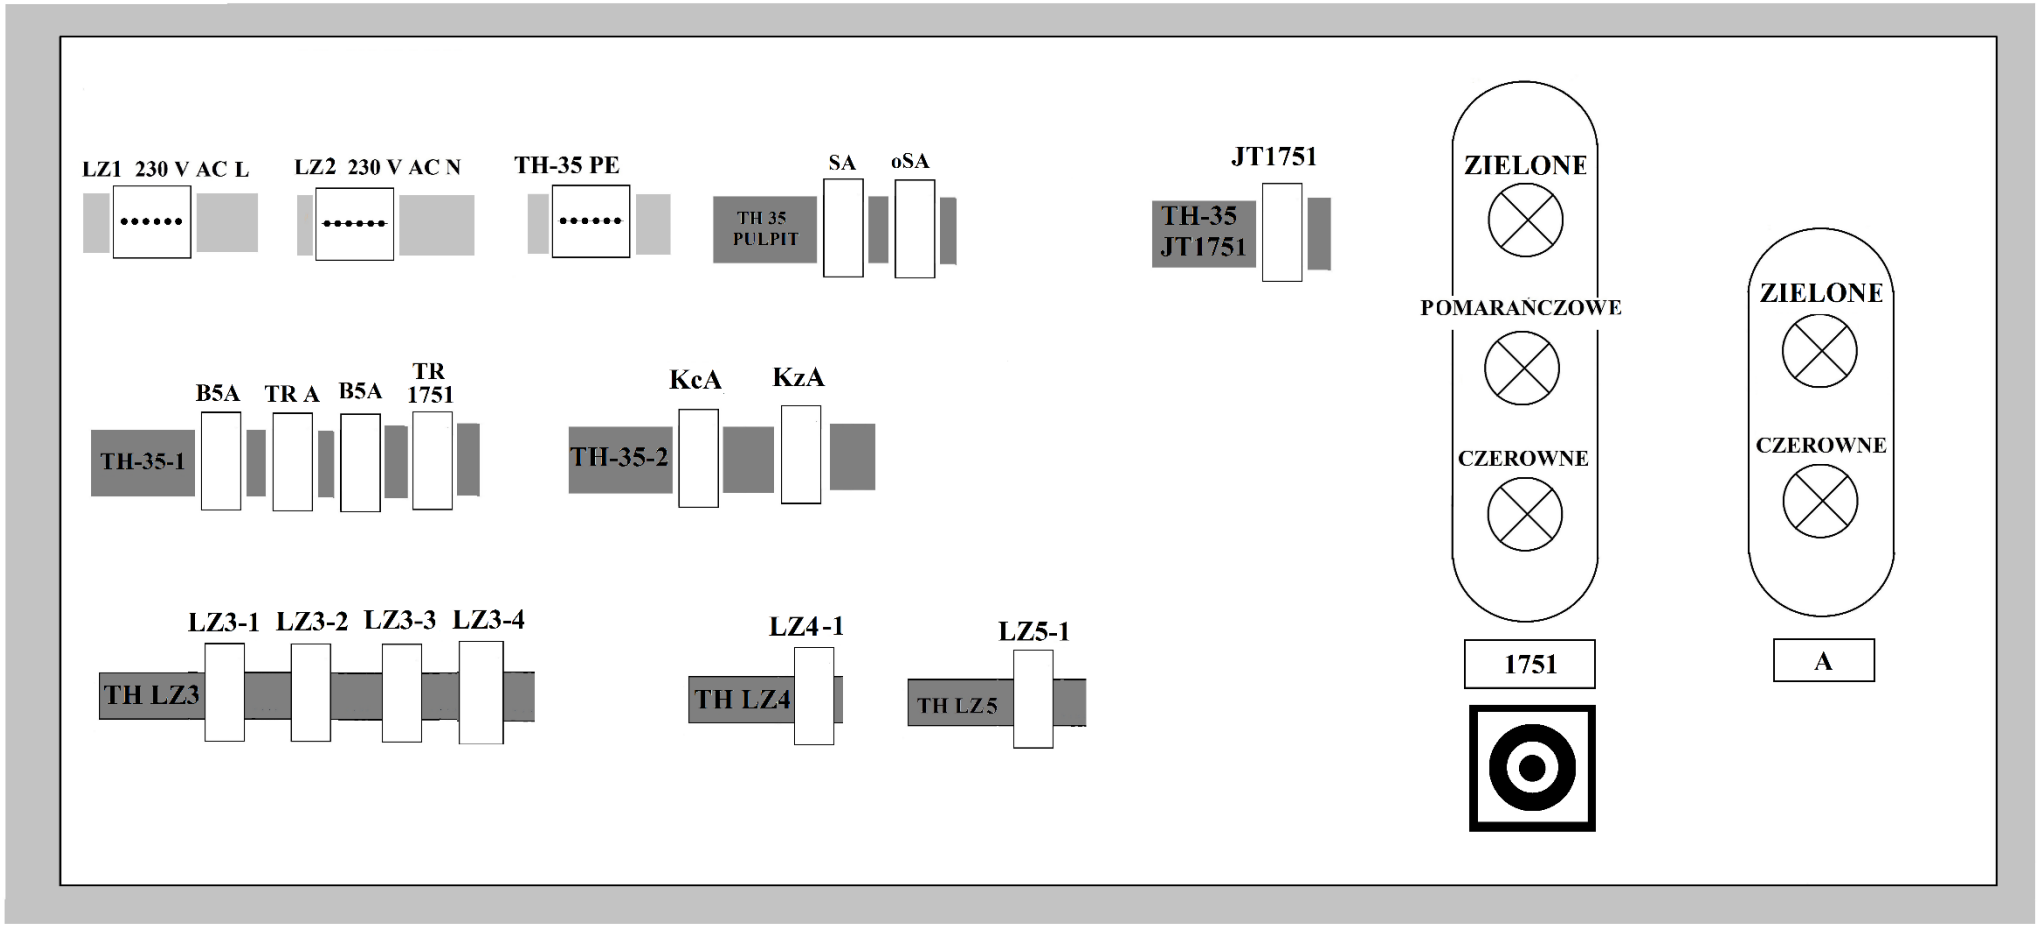

Rysunek 2. Rozmieszczenie elementów układu semafora SBL 1751 oraz semafora wjazdowego A
Na stanowisku egzaminacyjnym znajduje się płyta OSB (rysunek 2). Na płycie:
1. Na płycie montażowej OSB (rysunek 2) wykonaj następujące czynności: